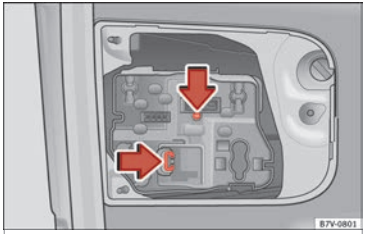

Fig. 112 On the rear lid: remove the bulb-holder.
4. Press on the attachment tabs in the direction of the arrow »» Fig. 112 and pull out the bulb holder.